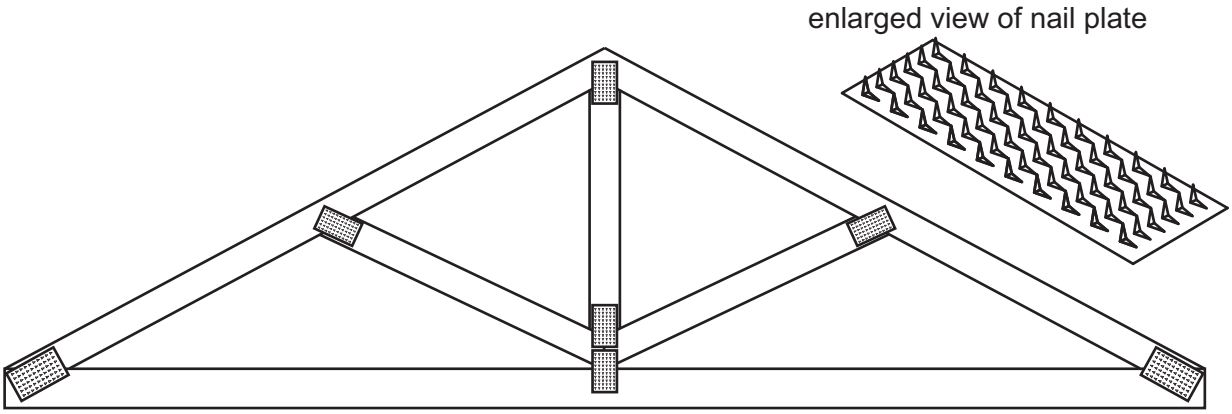

**Fig. 10.4**
**(c)** Fig. 10.4 shows a roof truss made of softwood.